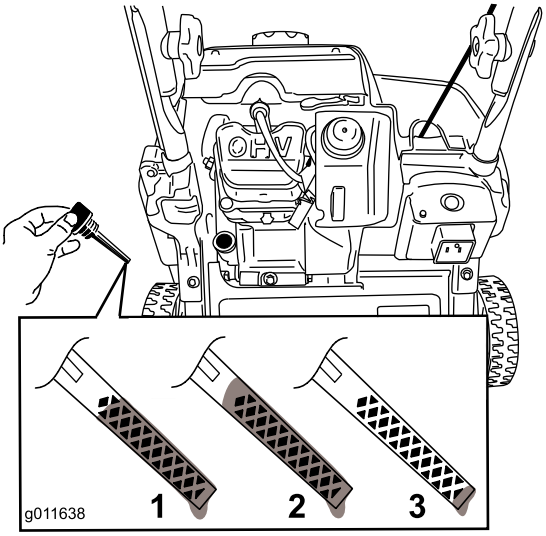

Rysunek 27
Informacja: Aby ustalić prawidłowy poziom oleju na wskaźniku, patrz Rysunek 27.
Informacja: Napełniaj olejem skrzynię korbową silnika do momentu uzyskania prawidłowego poziomu oleju na wskaźniku, jak pokazuje Rysunek 27. Jeśli wlejesz zbyt dużo oleju do silnika, usuń nadmiar oleju przez spust do przygotowanego naczynia.
2. Odłącz kabel od świecy zapłonowej (Rysunek 27).